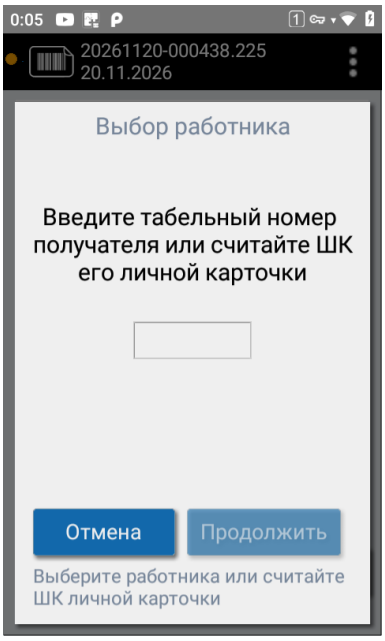

Рисунок 38. Выбор работника
5. В окне «Выбор работника» считайте ШК личной карточки получателя или введите его табельный номер (см. Рисунок 38). При вводе табельного номера получатель вводит свой ПИН-код; если он получает инструмент впервые, он задаёт ПИН-код из 4 цифр.